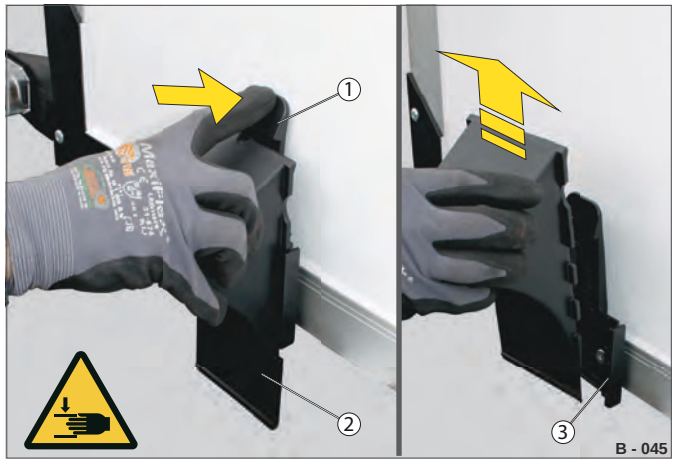
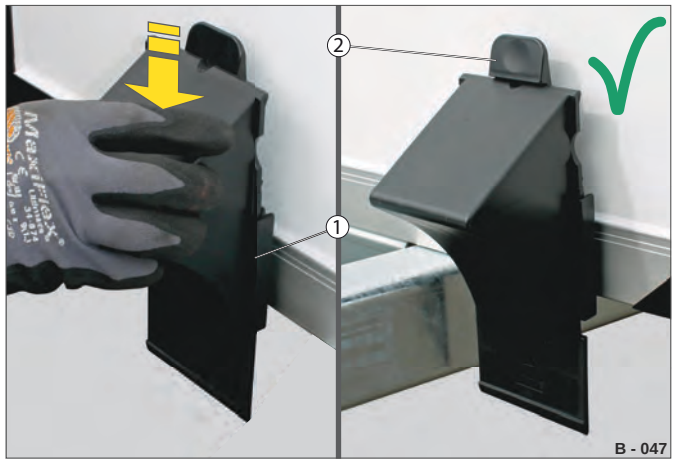

Fig. 80 Udtagning af stopklods
Fig. 82 Fastgørelse af stopklodserne (kørestilling)
▶ Tryk håndtaget (Fig. 80 /1) på beslaget (Fig. 80 /3) ind.
▶ Skub samtidig stopklodsen (Fig. 80 /2) ud.
▶ Anbring stopklodsen i beslaget (Fig. 80 /3) - Rillerne skal flugte med tappene (Fig. 82 /1).
Håndtaget (Fig. 82 /2) sikrer stopklodsen, så den ikke falder ud.